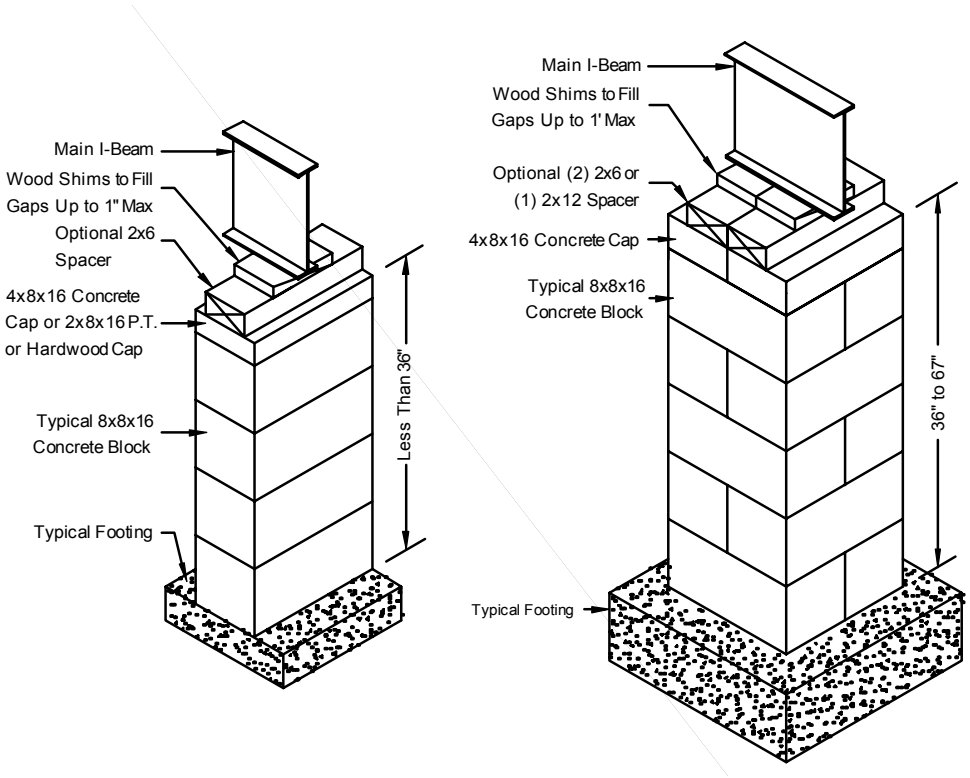

Figure 21. *Frame pier construction*
2. **Stack blocks.** Stack concrete blocks with their hollow cells aligned vertically. When piers are constructed of blocks stacked side-by-side, orient each layer at right angles to the previous one (**Figure 21**) and plan blocks so that split caps will be perpendicular to the blocks they rest on and to the I-beam.